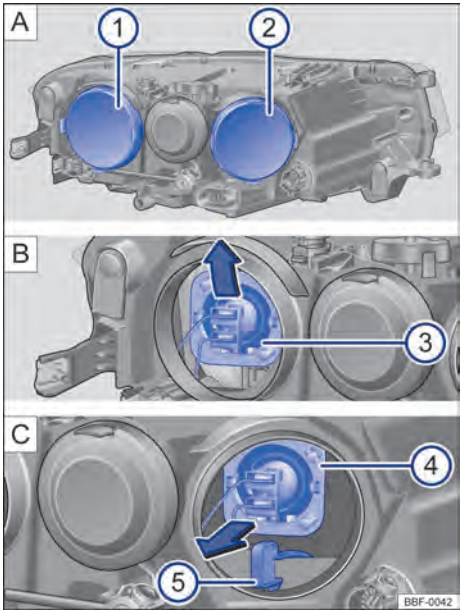

Fig. 187 No compartimento do motor: ① farol baixo e ② farol alto e luz de posição.
① Observar a lista de controle e executar as ações → Página 250.
② Abrir a tampa do compartimento do motor ⚠ → Página 268.
③ Remover a respectiva cobertura de borracha → Fig. 187 A ① e ② na parte traseira do farol.
④ **Farol baixo:** pressionar a lâmpada incandescente pelo soquete para baixo até desencaixá-la → Fig. 187 ③. Retirar a lâmpada incandescente puxando-a para trás.
Farol alto: pressionar a lâmpada incandescente pelo soquete para cima até desencaixá-la → Fig. 187 ④. Retirar a lâmpada incandescente puxando-a para trás.
Indicadores de direção: retirar o suporte da lâmpada com a lâmpada incandescente, puxando-o para trás → Fig. 187 ⑤.
⑤ Substituir a lâmpada incandescente queimada por uma lâmpada incandescente nova do mesmo modelo.
⑥ **Farol baixo:** encaixar a lâmpada incandescente com o conector na abertura do farol e pressionar para dentro até que se trave firmemente → Fig. 187 ③. O ressalto da lâmpada incandescente deve estar voltado para cima e ser montado no encaixe do refletor do farol.
Farol alto: encaixar a lâmpada incandescente com o conector na abertura do farol e pressionar para dentro até que se trave firmemente → Fig. 187 ④. O ressalto da lâmpada incandescente deve estar voltado para baixo e ser montado no encaixe do refletor do farol.
Indicadores de direção: inserir o suporte da lâmpada com a lâmpada incandescente no farol até o batente → Fig. 187 ⑤
⑦ Instalar a respectiva cobertura de borracha
⑧ Fechar a tampa do compartimento do motor → Página 268.
⑨ Após a montagem da lâmpada nova, regular o facho do farol.